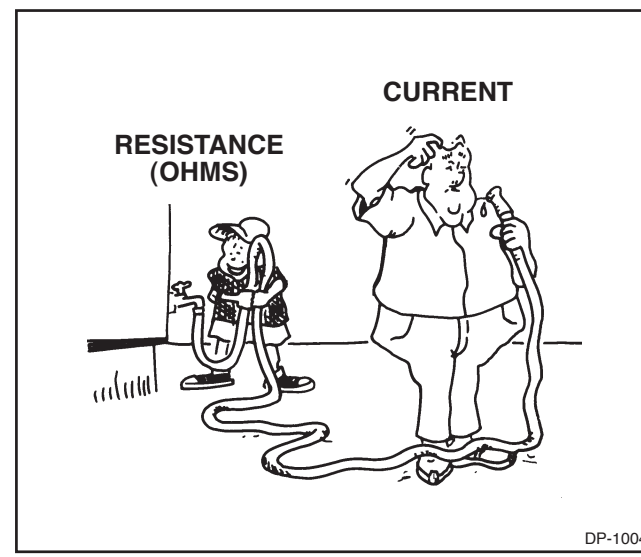

Figure 1-4. Resistance
3. Resistance (See Figure 1-4). Resistance is the opposition to current flow. For a given electrical pressure (voltage), resistance decreases current flow. This can be detected by voltage loss or drops in the electrical circuit. Electrical resistance is measured in ohms.